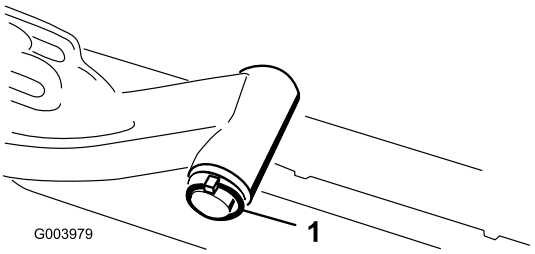

Figur 11
A. Fjern den ringstift og spændeskive, der fastgør løftearmens drejeaksel til løftearmen, og skub løftearmens drejeaksel ud af løftearmen (Figur 11).
C. Sæt løftearmens aksel ind i løftearmen, og fastgør den med spændeskiven og ringstiften (Figur 11).